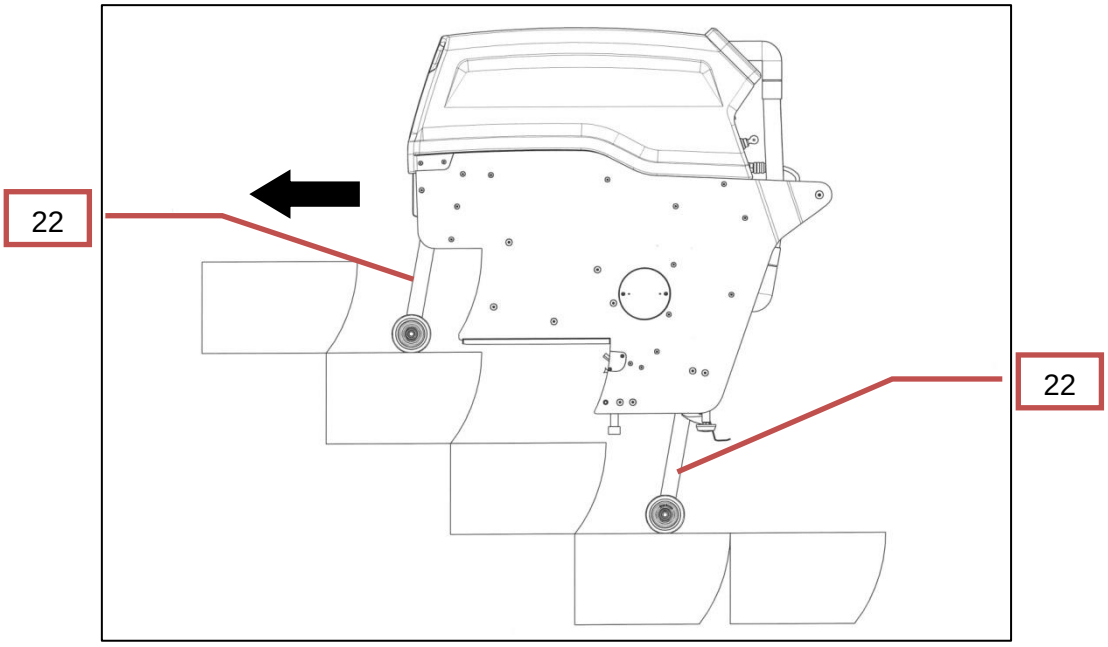

Bild 4 Maschine positionieren
Maschine mit ausgefahrenen Stellantrieb (22) in die Fahrtreppe schieben und durch autorisierten Fahrtreppenbediener bis auf erste komplett ausgefahrene Stufe fahren lassen (Bild 4: Maschine ansetzen).